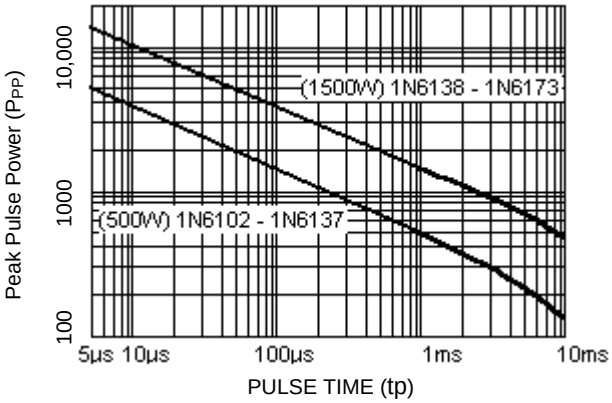

FIGURE 1
- Peak Pulse Power (P_{PP}) at 25°C: 500 W for 1N6103US to 1N6137AUS and 1500 W for 1N6139US to 1N6173AUS @ 10/1000 µs (also see Figures 1,2 and 3)